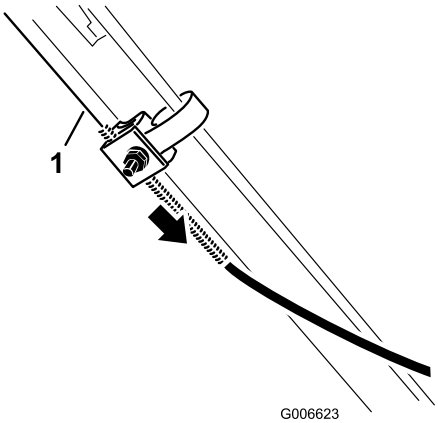

Figur 30
6. Skyv kabelkappen ned (mot gressklipperen) for å fjerne slakk i kabelen (Figur 30).